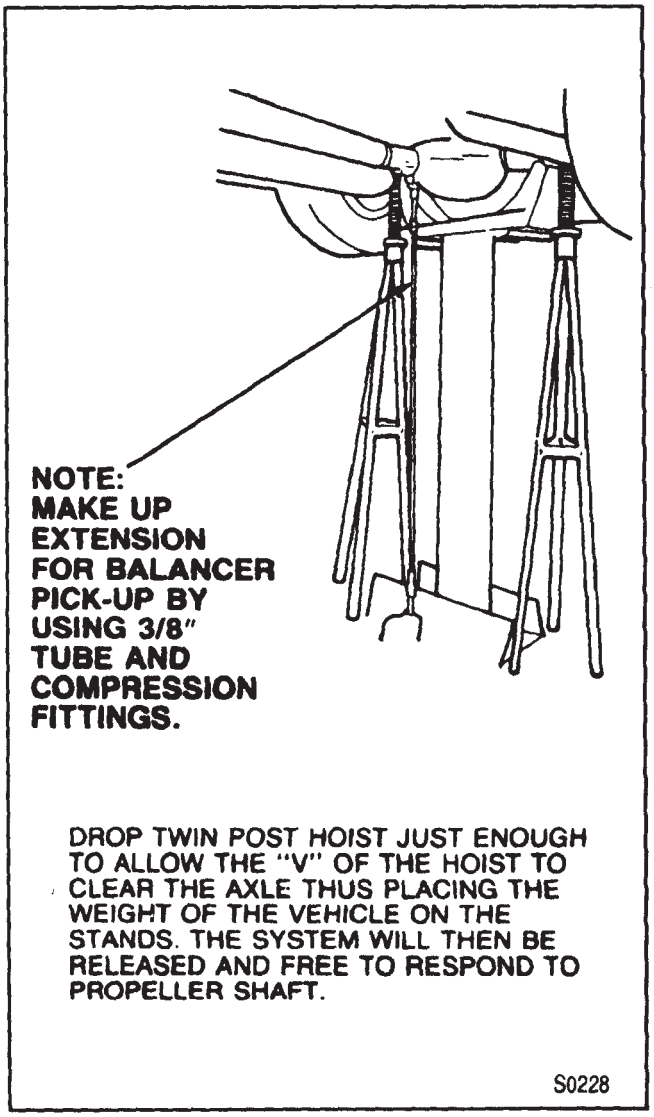

Figure 15—Pick-up Unit Replacement
STROBE LIGHT METHOD (FIGURES 15 AND 16).
3. Place the strobe light wheel balancer pick-up under the nose of the carrier (figure 15).